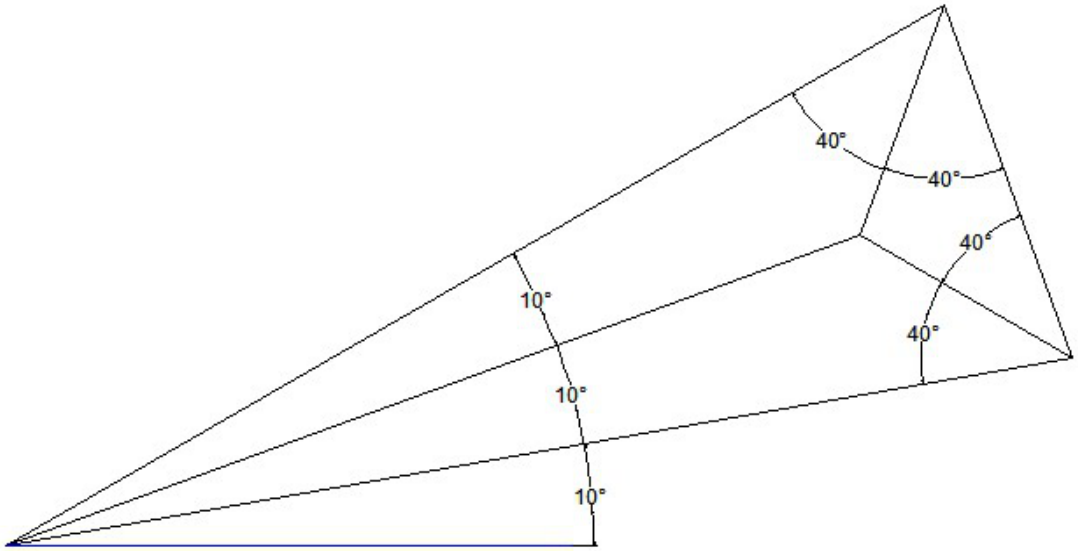

Fig. 4.5. Intersecţia bisectoarelor într-un triunghi isoscel
***Exerciţiul 4**: Desenaţi în AutoCAD un triunghi isoscel cu unghiul de la vârf egal cu 20˚, precum în Fig. 4.5. Direcţia pe care latura de jos a triunghiului o face cu axa Ox este de 10˚. Să se figureze punctul de intersecţie al bisectoarelor acestui triunghi.*